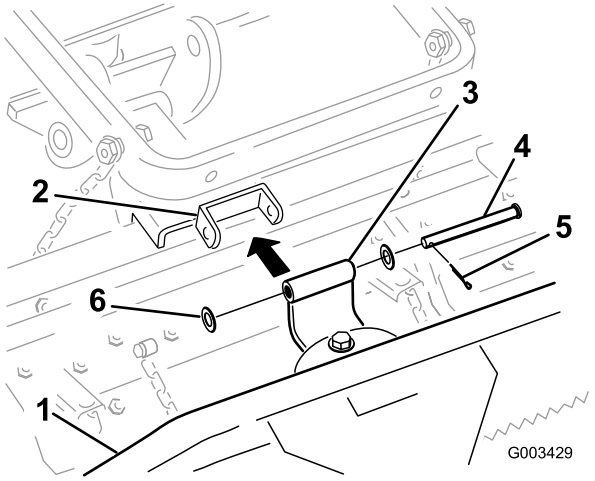

Bild 5
2. Schließen Sie die Schwenkhalterung mit einem Lastösenbolzen (1/2 x 4-1/2 Zoll), 2 Scheiben (0,531 x 1,063) und einem Splint am Zahnrechen an, siehe Bild 5.